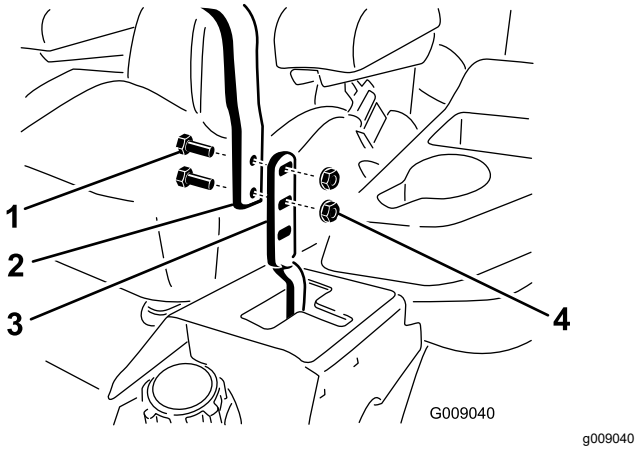

Figura 57
3. Desaperte os parafusos e as porcas flangeadas instalados nas alavancas (Figura 57).